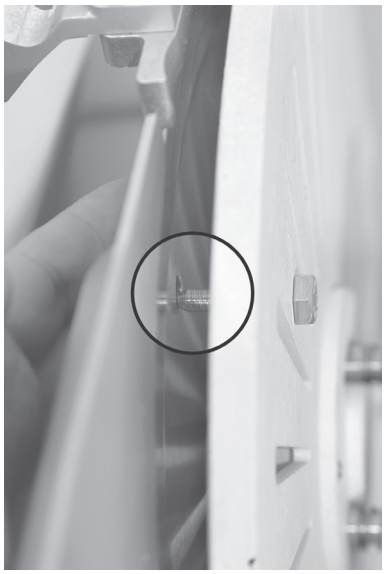
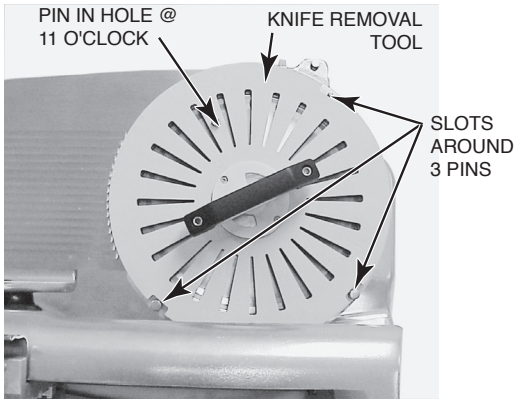
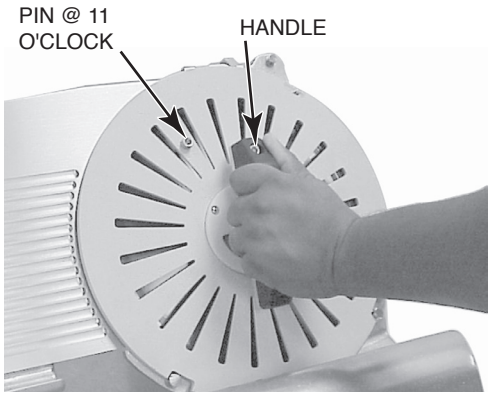

Fig. 21
Fig. 20
Fig. 23
- Place the Knife Removal Tool on the Knife. The three slots on the Tool fit the three Pins on the Ring Guard (Fig. 20). The Pin on the Knife Removal Tool fits the hole in the Knife at the 11 o'clock position (Fig. 21).
- Lift Knife and Tool up and out (Fig. 23).
- Place the Knife and Tool so the Pin on the Knife Removal Tool is at the 11 o'clock position (Fig. 23). The Slots on the Knife Removal Tool fit around the three Pins on the Ring Guard (Fig. 20).